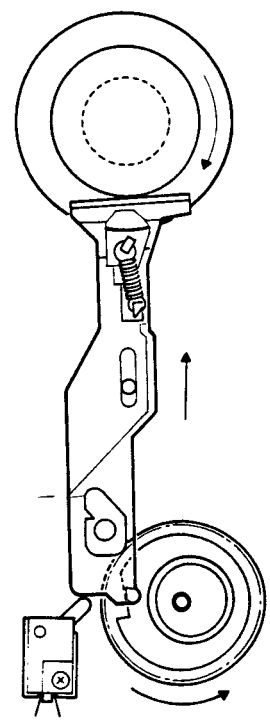

Fig. 14
(5) With the sensing switch ON, the sensing cam gear turns further to release the sensing arm pin from the hook. The pin returns to an original position under a force of the sensing arm spring. (Fig. 14)